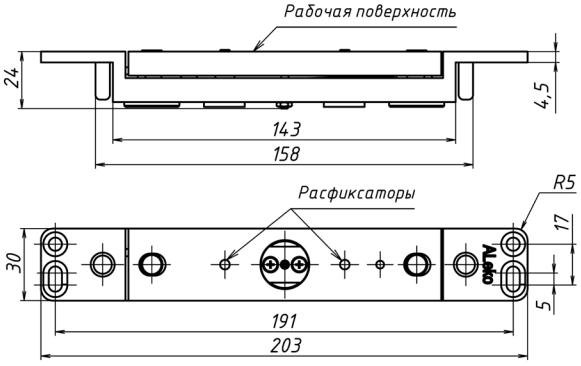

Рисунок 6 - Якорная часть замка ALM-700S
11.2 Рекомендуется периодически (не реже одного раза в шесть месяцев) проводить проверку надежности срабатывания замка и регулировку величины зазоров, а также проверять разблокировку замка при срабатывании расфиксаторов, расположенных в якоре (рисунок 6). При нажатии на толкатель расфиксатора он должен утапливаться в тело якоря и свободно возвращаться в исходное положение.